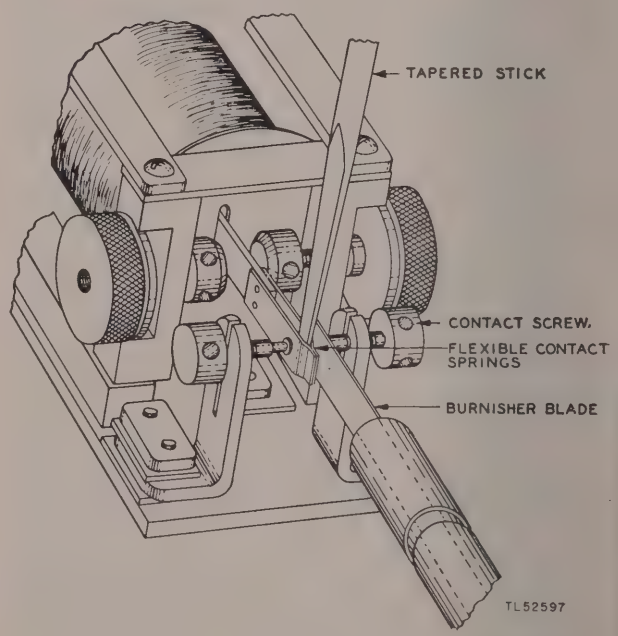

Figure 73. Use of orange stick, file, or burnisher.
(1) If the contacts appear black or burned or have a sooty deposit, replace the relay with a spare (if a spare is available). As described in *c* below, clean and readjust the relay taken from the equipment and check the adjustment as described in paragraph 157.
(2) If on examination the contacts do not appear black or burned, make a further check for contact build-ups by holding the armature lightly against one contact and checking to determine that the 0.003-inch blade of the No. 74D gage will pass easily between the armature and the other contact. Repeat for the other contact gap. If the 0.003-inch blade passes easily through the contact gap, check that the contact gap is not too wide by holding the armature lightly against one contact and checking to determine that the 0.005-inch blade of the No. 74D gage will not pass through the gap easily. Repeat for the other contact. If a gap wider than 0.005 inch is found, the relay requires cleaning and readjusting in accordance with *c* below.
c. Cleaning. When inspection indicates need for cleaning a 255A type relay, back off the contact screws sufficiently to permit a No. KS–2663 file to enter easily between the contact and armature. Insert an orange stick between the contact springs. To avoid damage to the springs, avoid inserting the stick far enough to bend the springs. Insert a No. KS–2663 file parallel to the axis of the armature. The use of the orange stick and the file or burnisher is shown in figure 73. The file should be used in the same manner as the burnisher shown in figure 73.
(1) File the armature contact, being careful to move the file in and out parallel to the axis of the armature. The contacts of the armature are of moderately soft alloy. Therefore it is necessary to avoid excessive filing so that no more material will be removed from the contacts than is absolutely necessary. Move the file several strokes and then examine the contacts to determine if the pit has been removed, before again applying the file. After filing, burnish the contacts with burnisher No. 265C as shown in figure 73. Do not handle the burnisher with the fingers. Before using the burnisher blade, be sure to clean it with a clean, lint-free cloth moistened with solvent (SD). Move the blade of the burnisher in and out parallel to the axis of the armature.